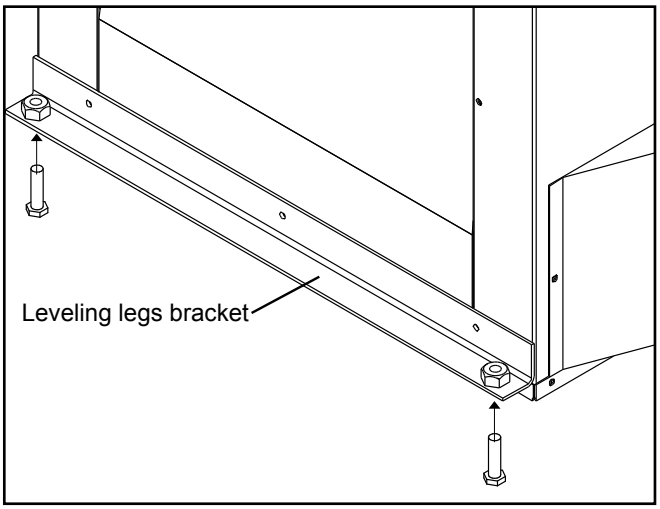

Figure 7: Installation of Leveling Legs.
4. Remove the vent collar plate from the top of the stove by unscrewing the two (2) T-20 Torx screws located on the center top of the stove. Slide collar plate backwards. Properly secure the vent collar plate to the flexible vent pipe liner(s) previously installed in the chimney. Be careful not to over-stretch the liner(s).
5. Install the leveling legs. Thread the two (2) 5" (13 cm) bolts and locknut up into the captive nuts at each end of the leveling leg bracket (refer to Figure 7).